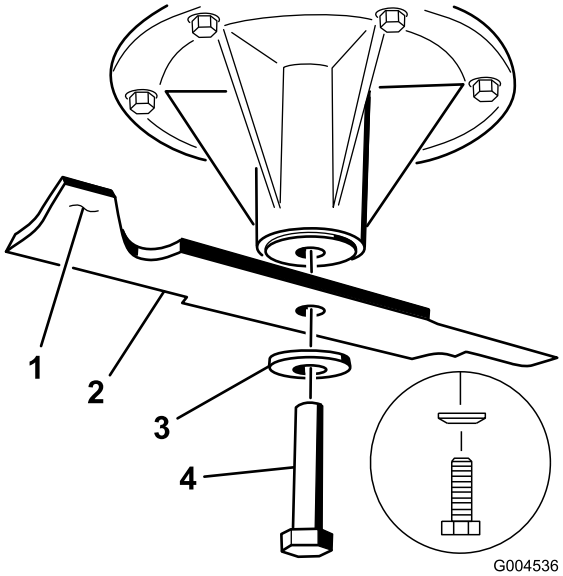

Figuur 92
2. Verwijder de mesbout, de klemring en het mes van de spilas (Figuur 92).